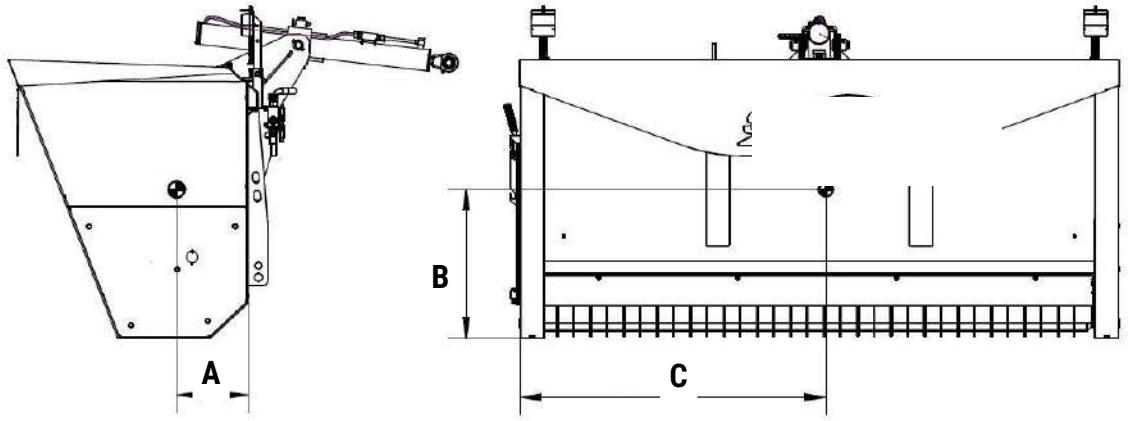

Рис. 3. Расположение центра тяжести
- во время крепления стропов, цепей, захватов и т.п. следует всегда помнить о центре тяжести машины (**Рис. 3**),